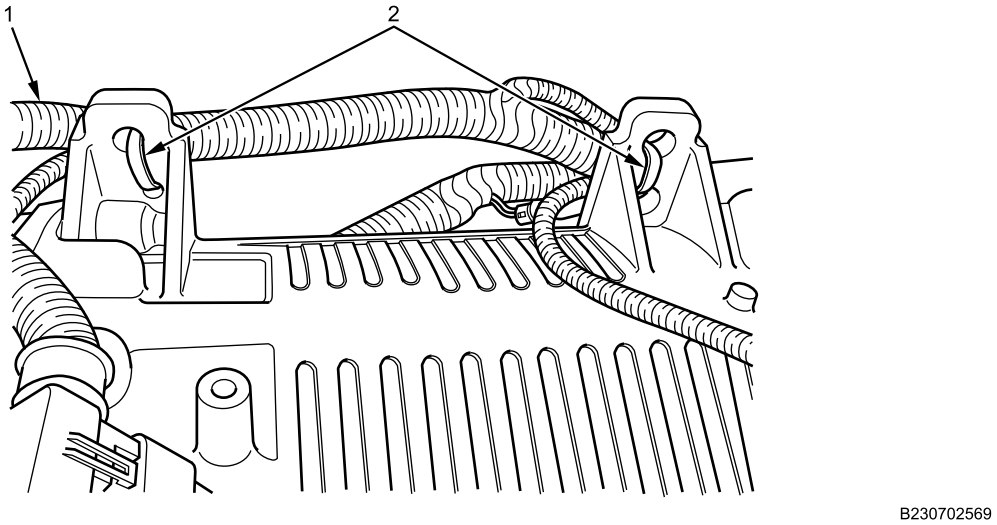

Figure 8. Harness.
10. Remove and discard cable lock straps (Figure 8, Item 2) securing harness (Figure 8, Item 1) to transmission.